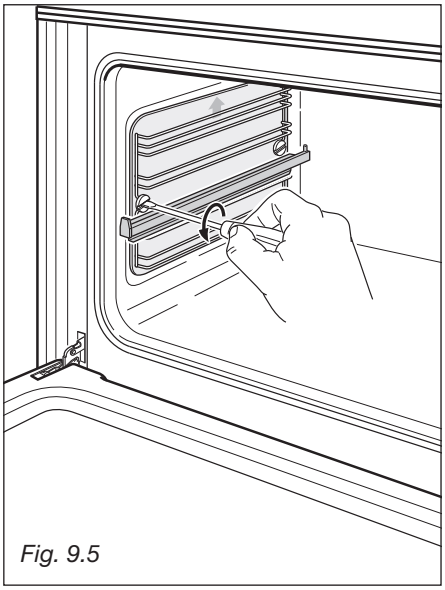

Fig. 9.5
– Smontare i telai laterali svitando le viti che li fissano (Fig. 9.5).